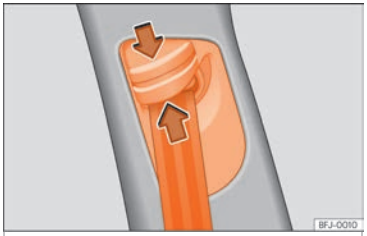

Fig. 14 Près des sièges avant : dispositif de réglage en hauteur de la ceinture.
- Maintenez appuyé le dispositif de guidage dans le sens de la flèche ››› fig. 14.